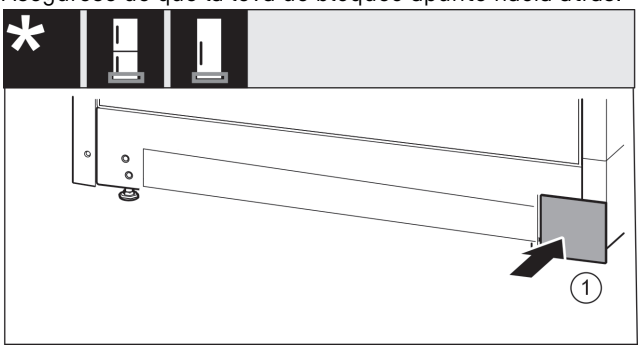

Fig. 18
- ▶ Vuelva a colocar la cubierta *Fig. 18 (1)* en el otro lado.